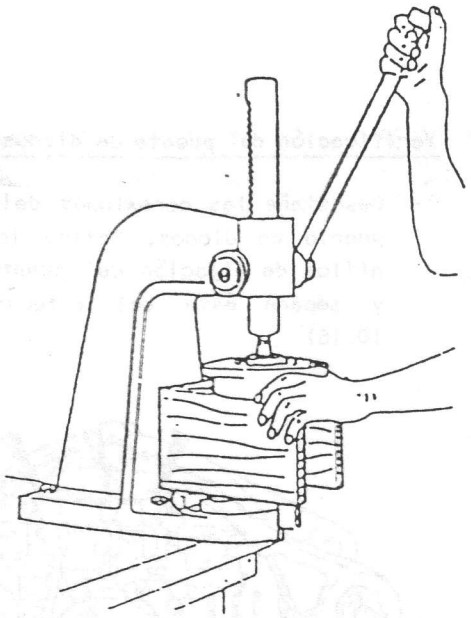

Fig. 10.21
4.- Utilice una prensa para separar el soporte delantero del eje del rotor y del rodamiento (Fig. 10.21)